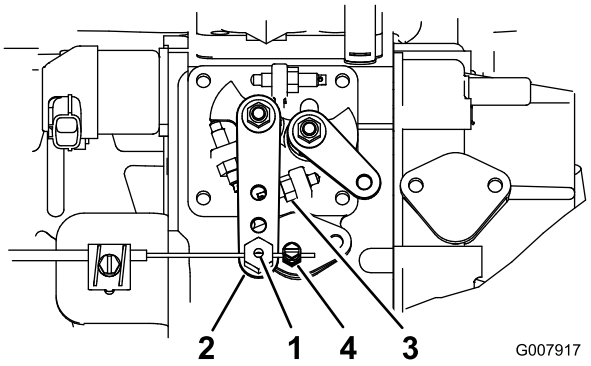

Figura 56
2. Afloje el conector del cable del acelerador, en el cable del acelerador, junto a la palanca de la bomba de inyección (Figura 56).
3. Sujete la palanca de la bomba de inyección contra el tope de ralentí alto (Figura 56).